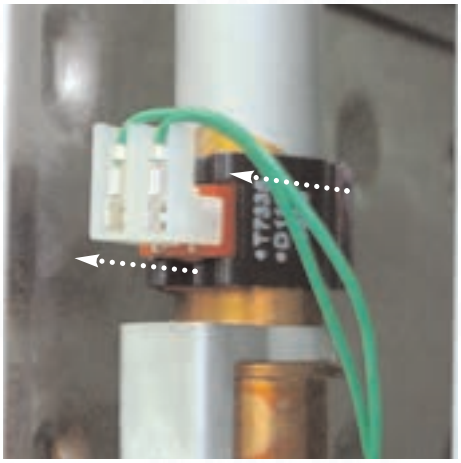

Fig. 94
2. Pull off the NTC connections. Then remove the NTC from the pipe by releasing it's securing clip *(see Fig. 94)*.